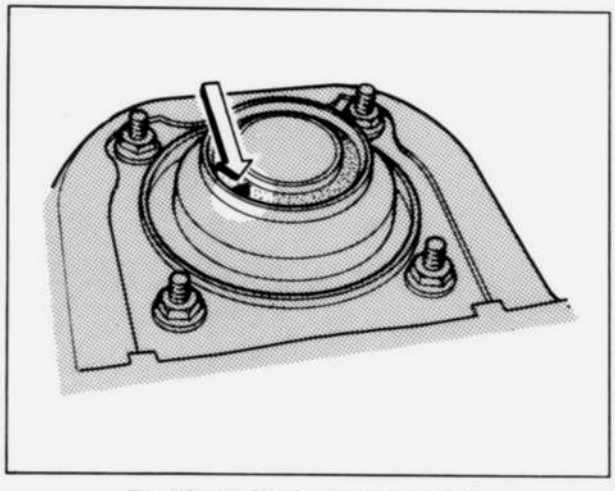

Fig. 10–27 Shock absorber support
5. Press the shock absorber downward and change the position of the mounting rubber according to the following table and Fig. 10–28, 10–29, 10–30 and 10–31.